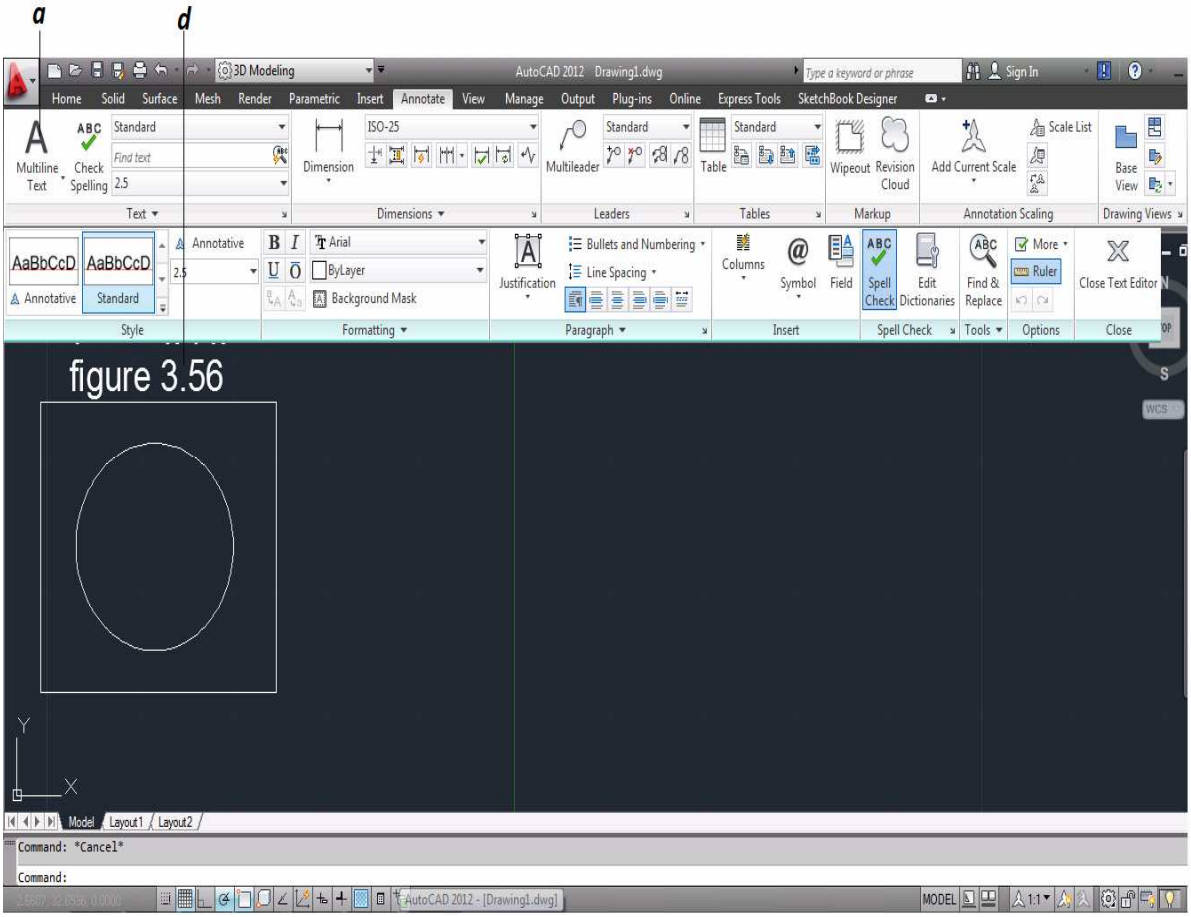

Figura 3.58 Texto "Multilinea"
a. Se selecciona el grupo Texto Multilinea [Multiline Text] *(figura 3.58)*.
b. En el área grafica, se define la esquina superior izquierda del texto que se va escribir *(figura 3.58)*.
c. En el área grafica, se define la esquina inferior derecha del texto que se va escribir *(figura 3.58).*
d. Se introduce el texto deseado *(figura 3.58).*
e. Clic en el botón Cerrar el Editor de Texto para terminar el comando *(figura 3.58).*